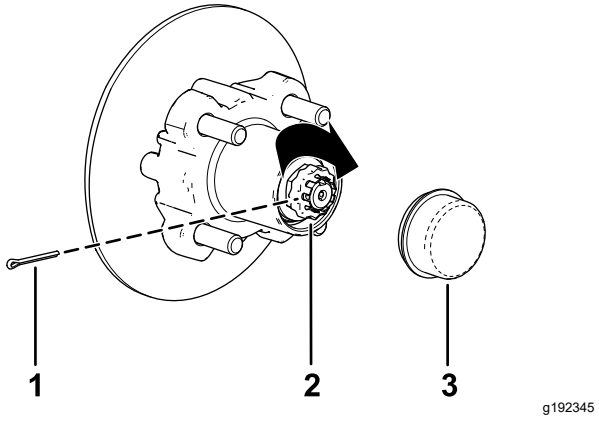

Figur 37
8. Monter holderen over møtrikken og kontroller justeringen af rillen i holderen og hullet i spindlen til låseclipsen (Figur 37).
9. Monter låseclipsen og bøj hvert ben omkring holderen (Figur 37).
10. Monter støvhætten på navet (Figur 37).